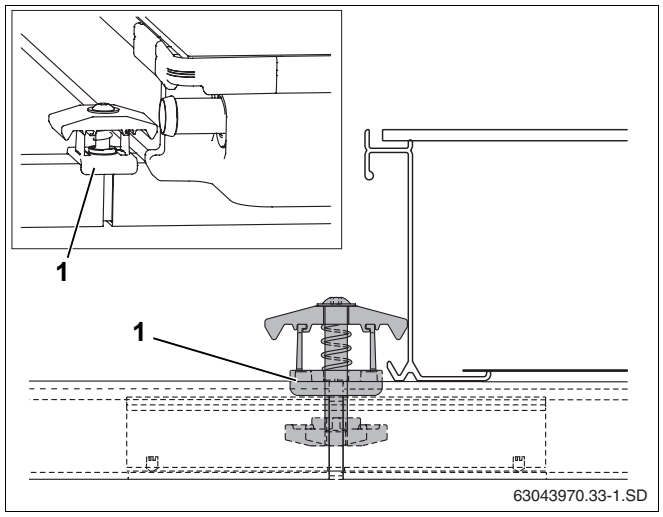

Rys. 48 Montaż podwójnej zapinki kolektora
- Podwójną zapinkę z nakrętką umieszczoną z przodu włożyć do otworu szyny profilowanej i łącznika wsuwanego w ten sposób, aby wkładka dystansowa z tworzywa sztucznego (rys. 48, **poz. 1**) objęła szynę profilowaną.